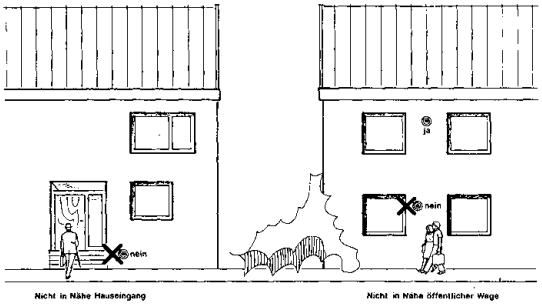

Bild 5
- **nicht in unmittelbarer Nähe von öffentlichen Verkehrswegen (Mindesabstand 2 m, s. Bild 5**